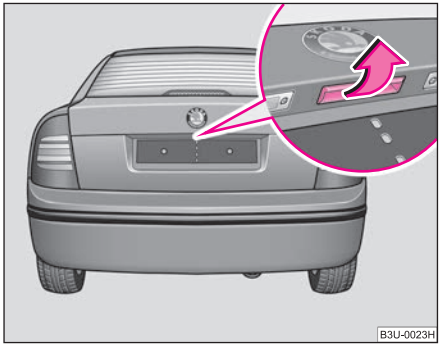

Fig. 27 Handle of boot lid
– Press on the handle ⇒ fig. 27 and at the same time raise the boot lid.